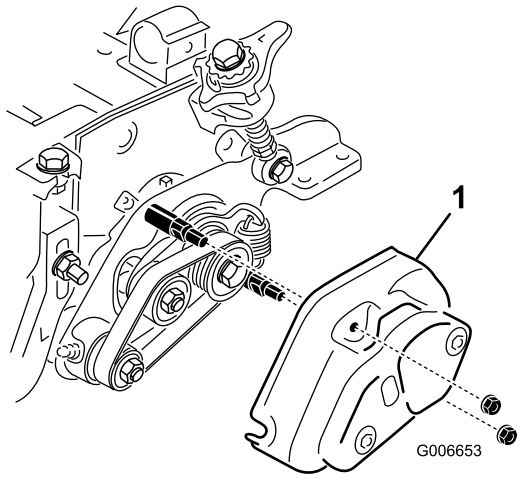

Figura 49
8. Asegúrese de que las tuercas de las cubiertas del acondicionador y del cepillo del rodillo (Figura 49) no están demasiado apretadas.